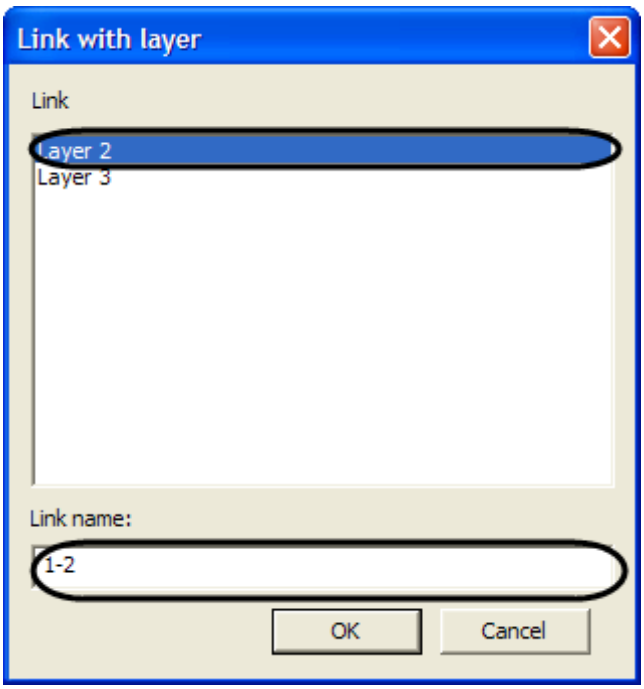

Figure 8.20-22. Link with Layer window
2. In the Link with Layer window, select the layer to link the current layer to (Figure 8.20-22).